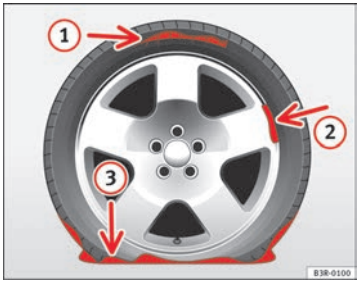

Fig. 200 The Tyre Mobility System is not suitable for repairing this type of damage to tyres.
- On cuts and punctures larger than 4 mm ⇒ fig. 200 (1)
- if the wheel rim has been damaged (2)
- if you have been driving with very low pressure or a completely flat tyre (3)